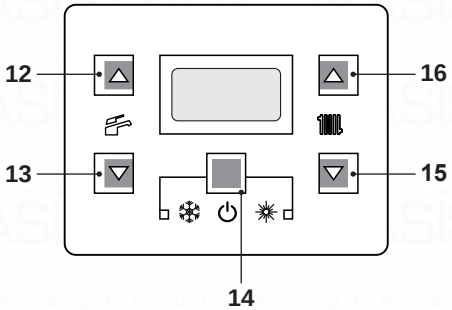
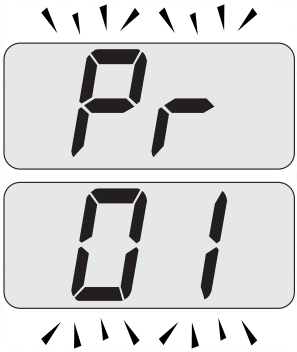
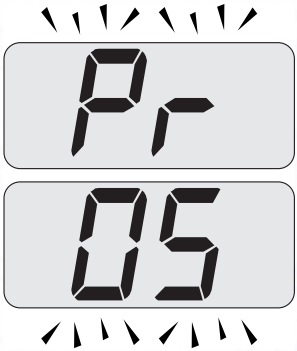

Fig. 8.3
Fig. 8.4
Fig. 8.5
- Enter in "programming mode" by pressing keys 14 - 15 - 16 (Fig. 8.3) for 10 seconds at the same time until the letters **Pr** that alternate with code **01** are displayed on the LCD display, indicating that "parameter 01" (Fig. 8.4) has been activated.
- Scroll the various parameters using keys 15 or 16 until the letters **Pr** that alternate with code **05** are displayed on the LCD display, indicating that "parameter 05" (Fig. 8.5) has been activated.
- Press keys 14 and 16 (Fig. 8.3) at the same time until the value of parameter 05 (00=G20) is displayed on the LCD display (Fig. 8.6).
- By pressing key 16 three times, it is possible to change the value of parameter 05 from **00**=G20 to **05**=G31, which is ok for LPG gas.
- By pressing key 14 (Fig. 8.3) confirmation of the inserted value is obtained.
- Press keys 14 and 15 (Fig. 8.3) at the same time to exit without changing the value (return to the parameters list Fig. 8.5).
- Press keys 14 - 15 - 16 (Fig. 8.3) at the same time for 10 seconds to exit the "programming mode".